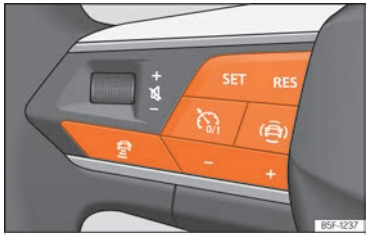

Fig. 106 Al volant multifunció: botons per fer servir l'ACC.
- Premeu la tecla del volant multifunció ››› fig. 106.
- Per començar la regulació premeu la tecla **SET** ››› fig. 106.
Per programar la velocitat, premeu els botons + o – ››› fig. 106 fins a la velocitat desitjada. L'ajust de la velocitat es realitza en intervals de 10 km/h (5 mph).
- Premeu la tecla i, a continuació, la tecla + o – ››› fig. 106.
- Premeu breument la tecla ››› fig. 106 o trepitgeu el pedal del fre.